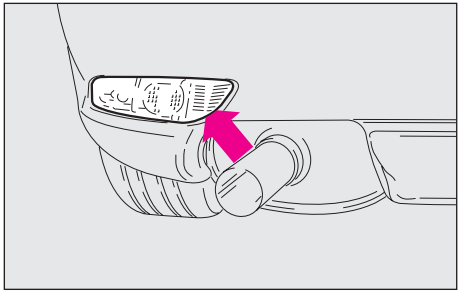
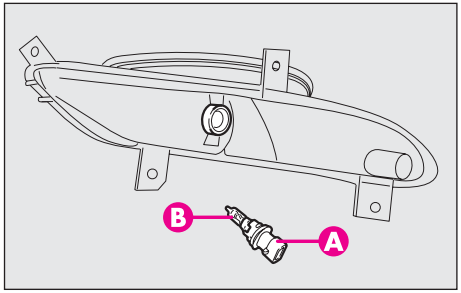

fig. 31
fig. 32
– de la partie inférieure du pare-chocs (**fig. 31**) agir sur le porte lampe (**A-fig 32**) en le tournant dans le sens contraire des aiguilles et l'enlever. Faire très attention au pot d'échappement qui peut être encore chaud: danger de brûlures;